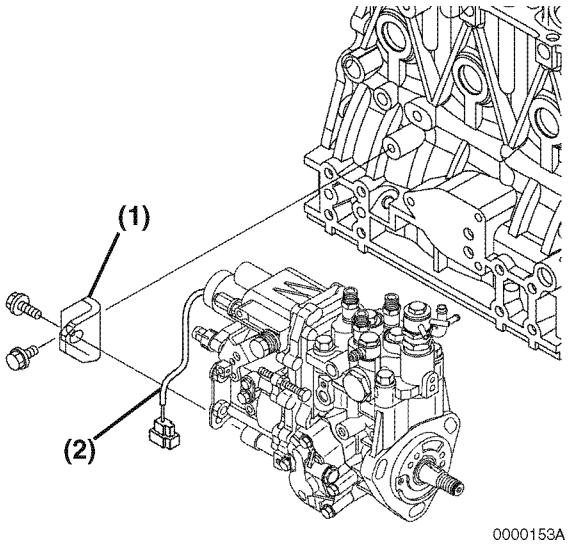

Figure 7-11
12. Separate the stop solenoid wiring connector **(Figure 7-11, (2))**.
13. Remove the rear fuel injection pump bracket(s) **(Figure 7-11, (1))** from the fuel injection pump.